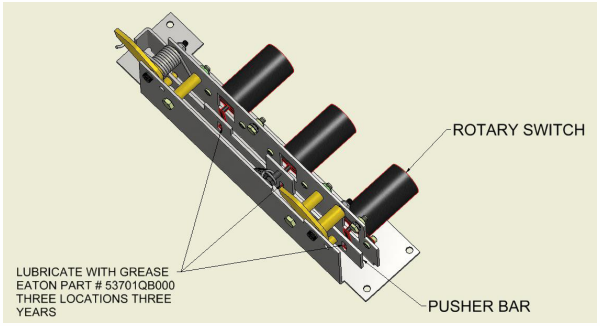

Figure 24. Lubrication Locations for the MOC Switch.
1. MOC Switch (Refer to #9 in Figure 20b) – Grease (Eaton Electrical Material No. 53701QB) should be applied to the three locations where the rotary switch assemblies link to the Push Bar assembly (see Figure 24). This should be done at least every 3 years.